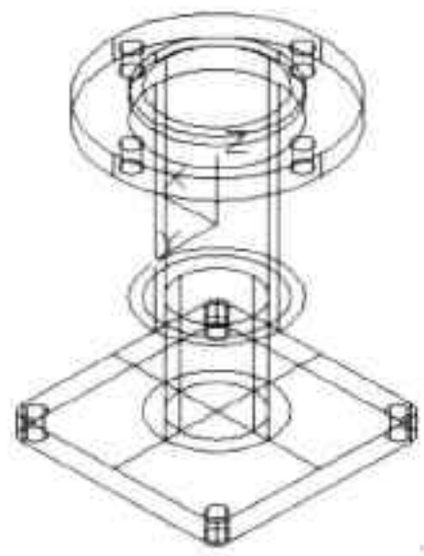

图13-65 移动坐标系
Step18 将坐标移至方形接头中心位置，然后将该坐标向 Z 轴移至 65mm，如图 13-65 所示。